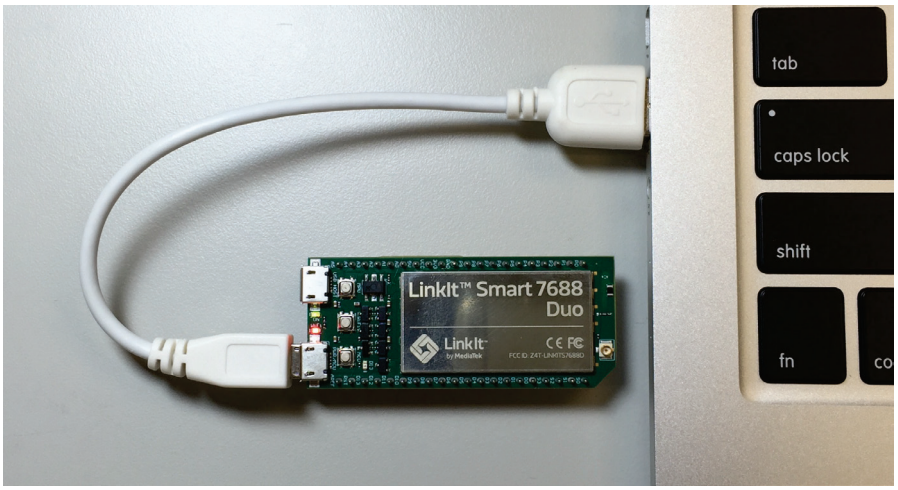

Figure 11 Connecting LinkIt Smart 7688 to a computer
1) Power on LinkIt Smart 7688 by using any USB power source, for example your computer and a Micro USB cable as shown in Figure 11.